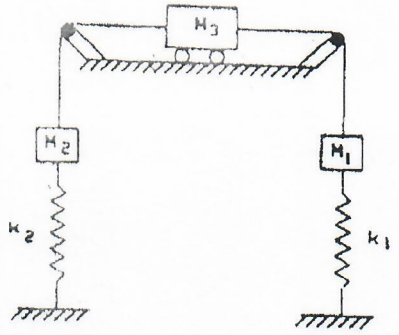

fig.Q.3(A)
Q3) a) Determine the expression for the natural frequency of the system shown in fig. Q.3 (A). Assume that the wires connecting the masses do not stretch and are always in tension. **[4]**